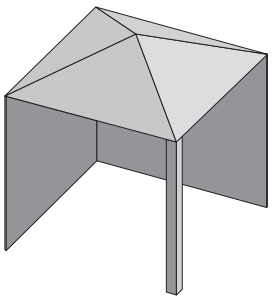

Fig. 2
- » TLes parois latérales peuvent être parallèles, comme dans une allée ou à angle droit les unes par rapport aux autres. **(Fig 2 & Fig 3)**